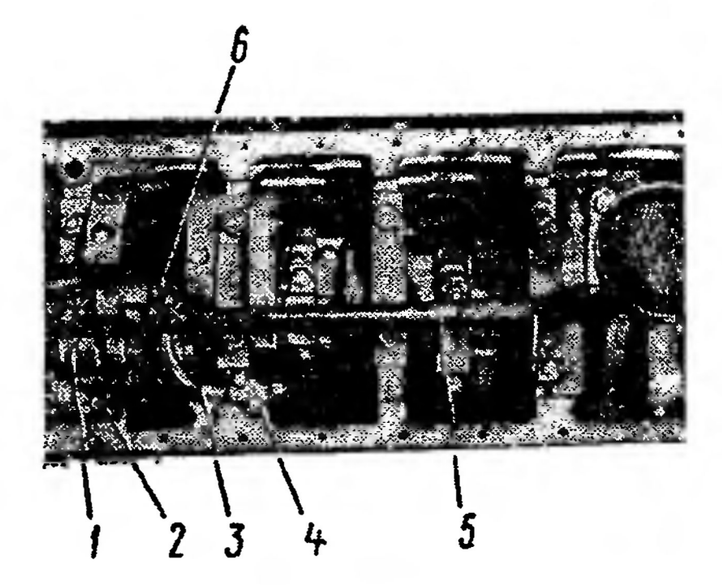

Рис. 15. Снятие масляного насоса:
7. Выверните болты *4* и *6* (рис. 15), снимите всасывающую трубку *5* с трубкой *3* клапана системы смазывания	Ключ 13 мм